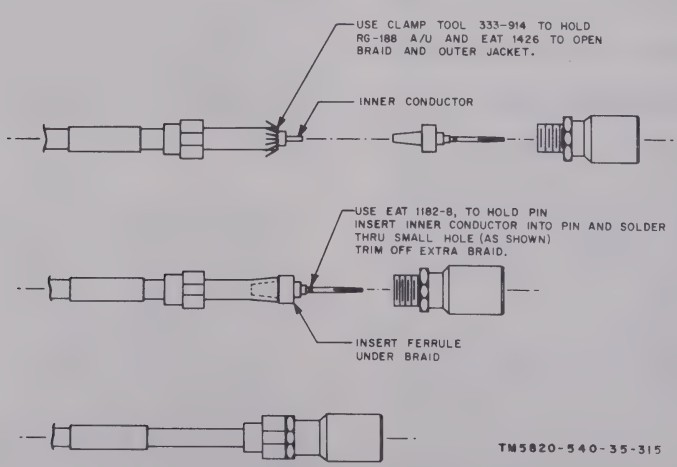

Figure 4-2. Details of cable connector assembly.
(3) Remove 1/16 inch of the braid and inner insulation.
(4) Insert the inner conductor into the connector pin and solder through the small opening.
(5) Trim off excess braid.
(6) Slide the clamp nut over the connector and tighten the clamp nut.
c. Type UG-573A Connectors (fig. 4-2). The following is a basic procedure:
(1) Slide the connector nut and gasket over the cable and remove 5/16 inch of the outer covering of the cable.
(2) Comb the braid and fold it out.